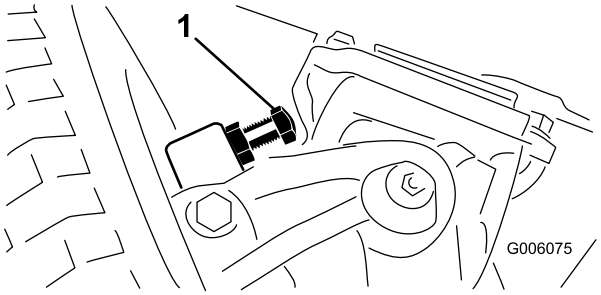

**Figur 60**
1. Skruva in eller ut bultarna tills ett spel på 2,286 mm erhålls (Figur 60).